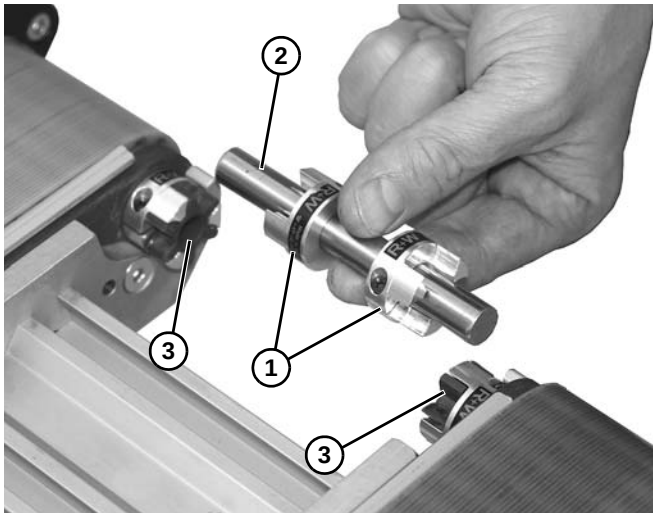

Abbildung 28
8. Den inneren Teil der 3-Backen-Kopplung **(Abbildung 28, Teil 1)** auf die mittlere Welle **(Abbildung 28, Teil 2)** montieren.
9. Die mittlere Wellenbaugruppe in jedes Ende jedes 3-Backen-Kreuzschlüssels **(Abbildung 28, Teil 3)** einbauen.